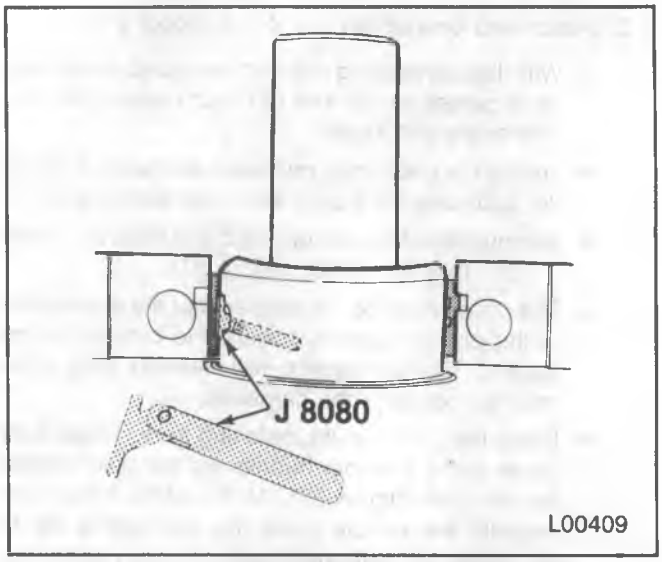

Figure 29—Replacing the Main Bearings
Remove or Disconnect (Figure 29)
- Insert J 8080 into the crankshaft oil hole (figure 29).
- Insert tool J8080 into a crankshaft main bearing oil hole (figure 29).